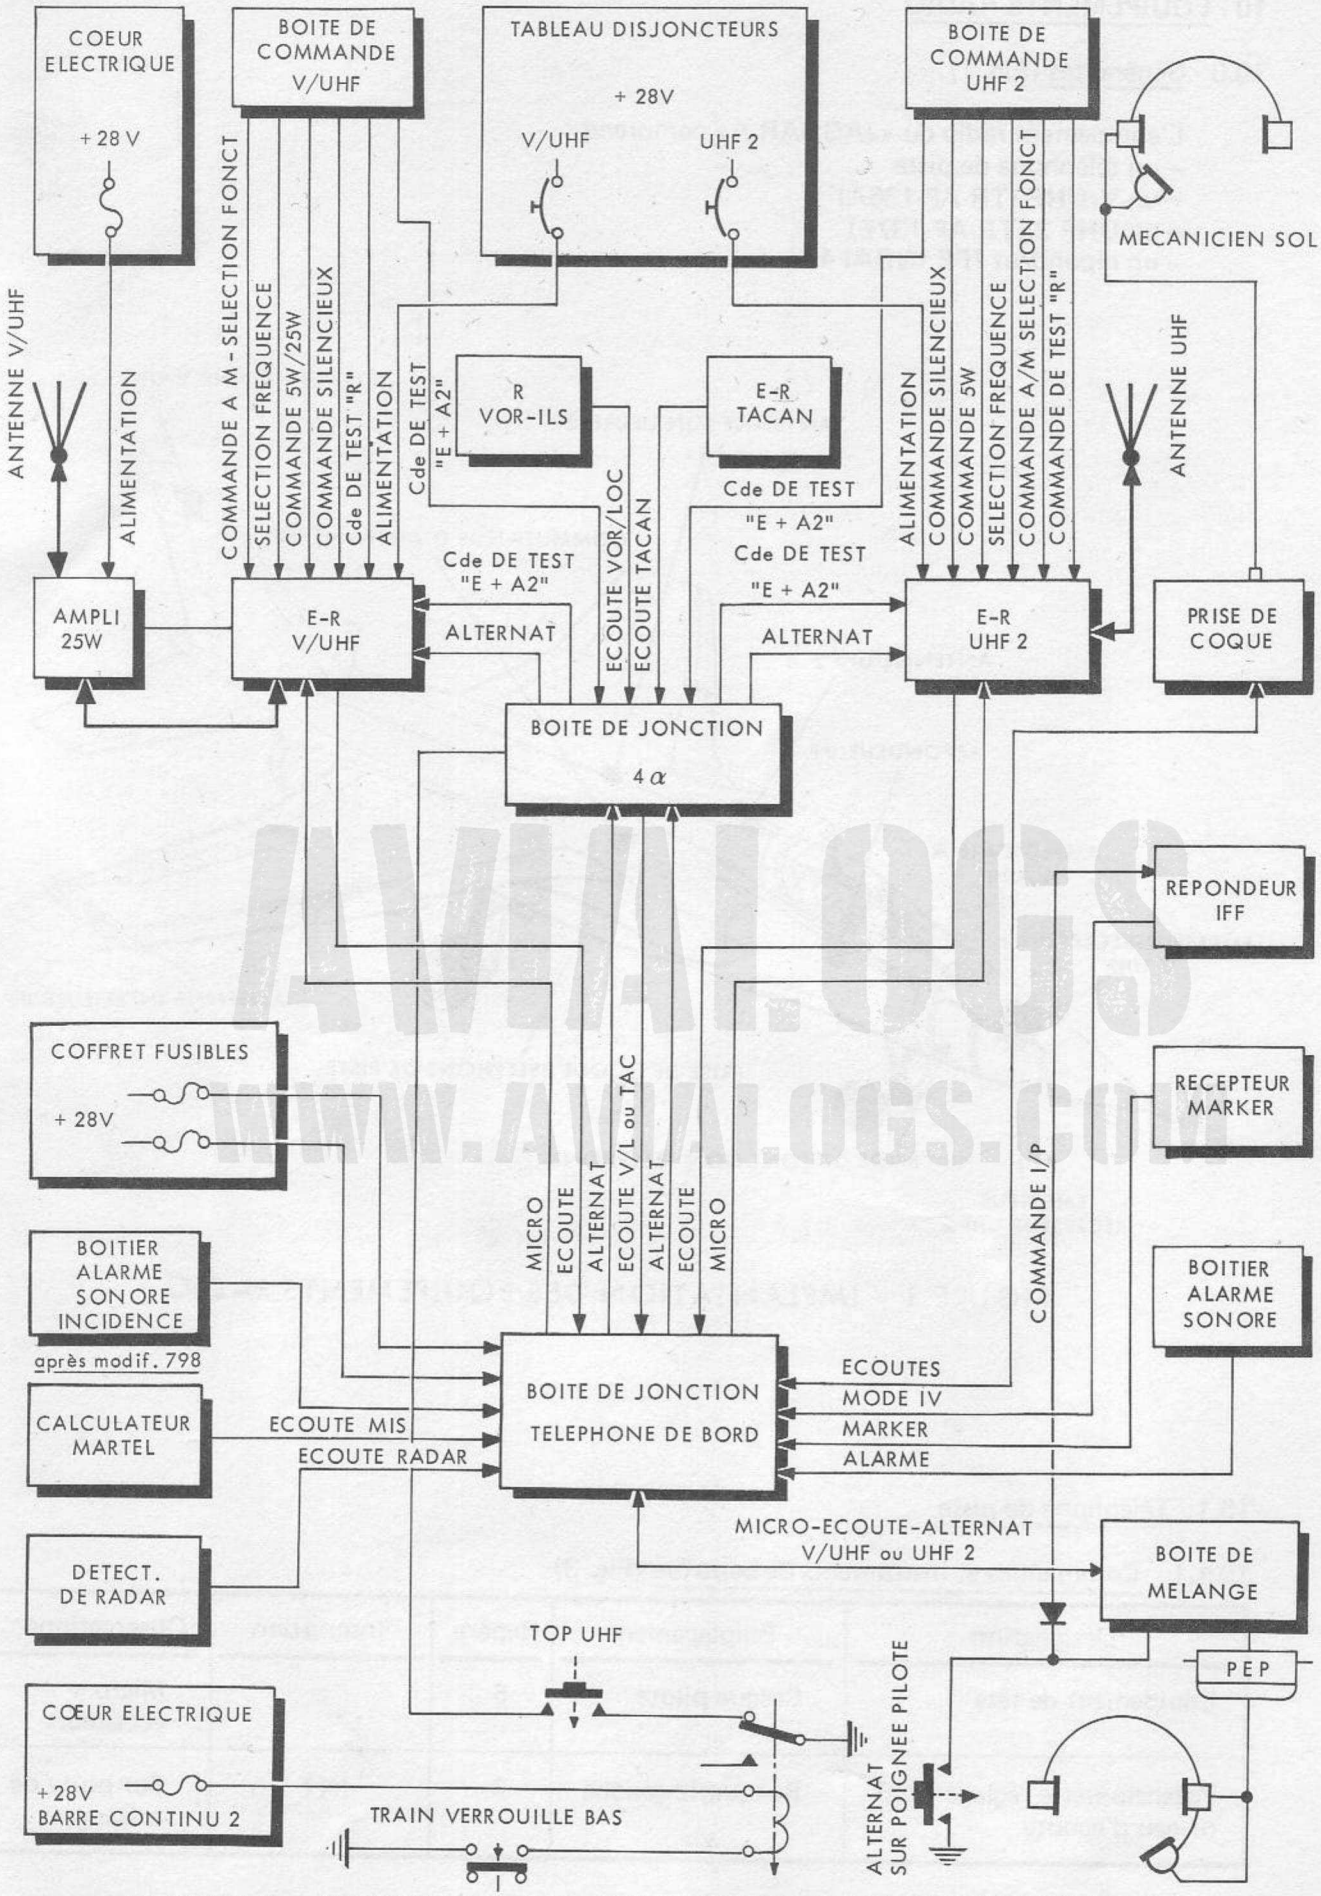

FIGURE 2 - SCHEMA DE L'INSTALLATION RADIOTELEPHONIQUE
10.1.2 - Description - Fonctionnement (Fig. 2)